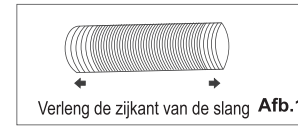

Afb.1
1. Verleng beide zijden van de slang (Afb.1) en schroef de slanginlaat (Afb.2) vast.